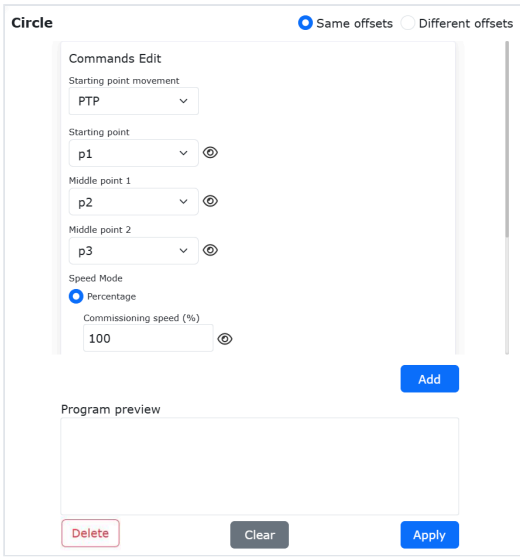

Rys. 4. Okno polecenia Circle: ruch i punkt początkowy, punkty pośrednie 1 i 2, prędkość (dokumentacja FAIRINO, panel po angielsku).
3. Kliknij polecenie **Circle** (Rys. 4) i ustaw: ruch do punktu początkowego *(Starting point movement)* PTP, punkt początkowy *(Starting point)* = punkt początkowy łuku, punkt pośredni 1 *(Middle point 1)* = punkt pośredni łuku, punkt pośredni 2 *(Middle point 2)* = punkt końcowy łuku, prędkość taka jak w ARC. Kliknij **Dodaj** i **Aplikacja**. W programie pojawią się dwa polecenia: ruch do punktu początkowego i Circle.